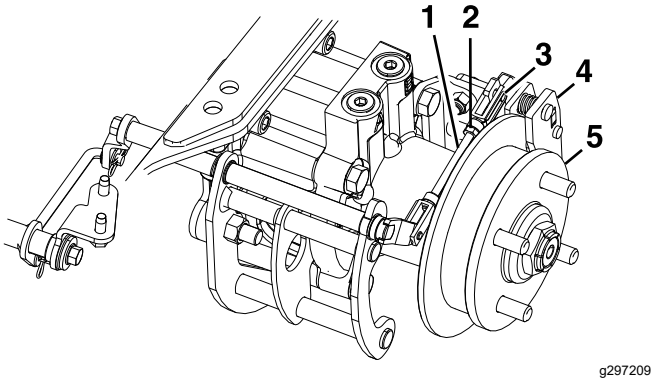

Figur 85
8. Fjern fjærsplittpinnen fra den bakre koblingen og kaliperen (Figur 85).
12. Stram kontramutteren på den bakre koblingen (Figur 85).